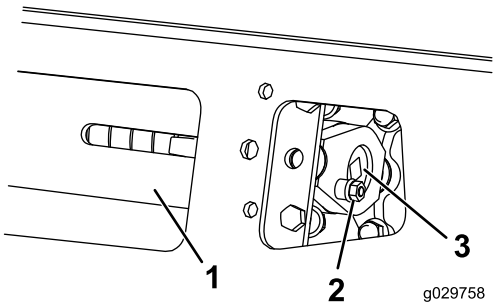
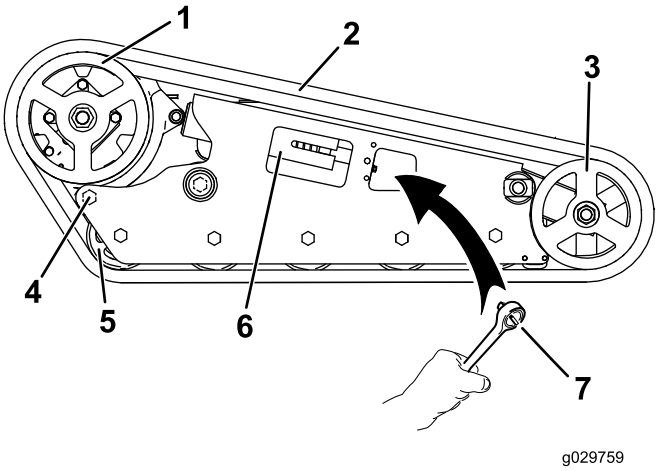

Rysunek 55
Rysunek 56
3. Odkręć śrubę zabezpieczającą i nakrętkę (Rysunek 55).
5. Ustaw najbliższe nacięcie na śrubie napinającej równo z otworem śruby zabezpieczającej i unieruchom śrubę za pomocą śruby zabezpieczającej i nakrętki (Rysunek 55).
3. Za pomocą klucza nasadowego 1/2 cala uwolnij napięcie gąsienicy, obracając śrubę napinającą w prawo (Rysunek 55 oraz Rysunek 56).
4. Poluzuj tylną śrubę w pobliżu koła napędzającego (Rysunek 56).
6. Po zdjęciu gąsienicy z przedniego koła zdejmij ją z koła napędowego oraz kół jezdnych (Rysunek 56).
7. Rozpoczynając od koła napędowego, nawiń wokół niego nową gąsienicę, upewniając się, że zęby gąsienicy wpasowały się między przekładki koła napędowego (Rysunek 56).
8. Wepchnij gąsienicę pod oraz pomiędzy koła jezdne (Rysunek 56).